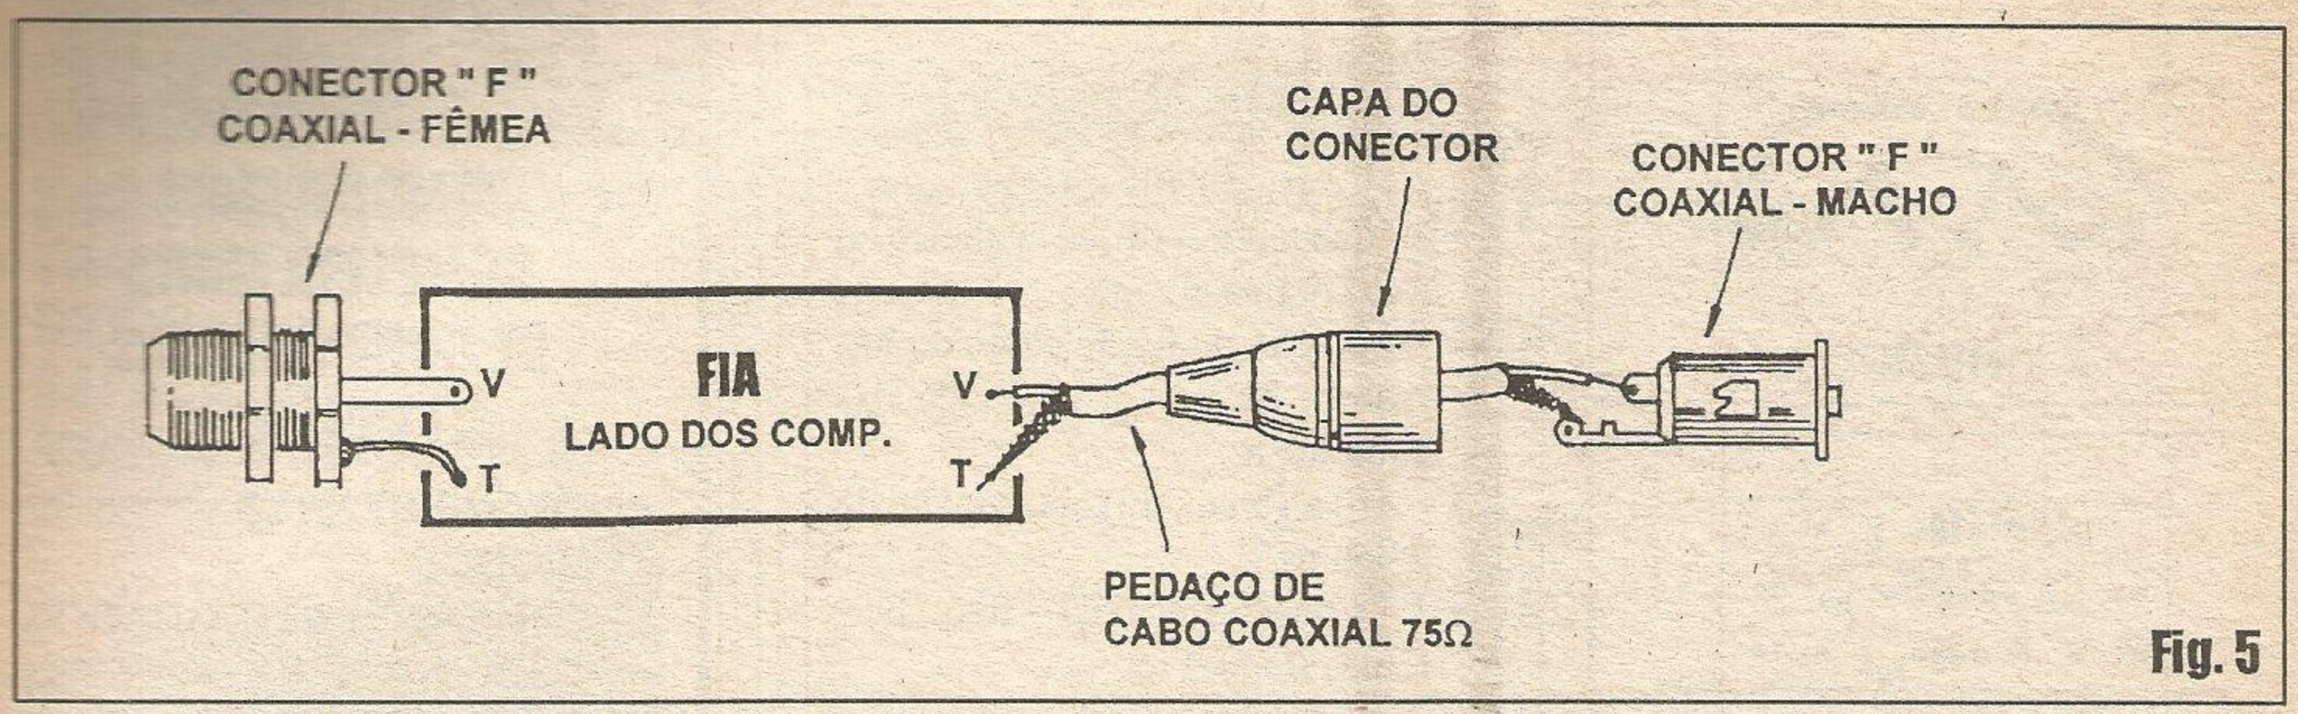

Fig. 5
**- FIG. 5 - CONEXÕES EXTERNAS À PLACA -** Com a plaquinha ainda vista pelo seu lado não cobreado (aquele mesmo onde foram situados os componentes, conforme diagrama anterior...), temos agora os detalhes das ligações externas, também muito fáceis... À esquerda vemos as conexões do *jaque* tipo "F" (conector coaxial *fêmea*), observando-se que o terminal *vivo* (central) do dito *jaque* deve ser ligado ao ponto **V** (essa conexão pode até ser feita de modo direto, pela face cobreada do impressinho...), enquanto que o *corpo* do conector (correspondente ao *terra* do dito cujo...) deve ser ligado (usando-se um pedacinho de fio nú...) ao ponto **T**... É bom cuidar que - mecanicamente - o *jaque* fique bem solidário à plaquinha, de modo a facilitar a acomodação do conjunto no respectivo *container* , depois... Na borda oposta do impresso, os pontos **V** e **T** devem ser ligados - respectivamente - ao fio interno, *vivo*, e à *malha* de *terra* de um pedacinho de cabo coaxial de 75 ohms (10 ou 15 cm. dão e sobram...). Na outra extremidade desse pedacinho de cabo coaxial, os condutores *vivo* (interno) e *terra* (*malha*) devem ser soldados aos respetivos terminais de um *plugue* (conector *macho*) coaxial tipo "F", exatamente como mostra o diagrama... Não esquecer (a figura mostra isso...) de *antes* de soldar esses pontos, passar o cabo pela capa plástica do *plugue*, a qual - após a soldagem e verificação - deverá ser novamente rosqueada para proteção dos contatos estabelecidos...